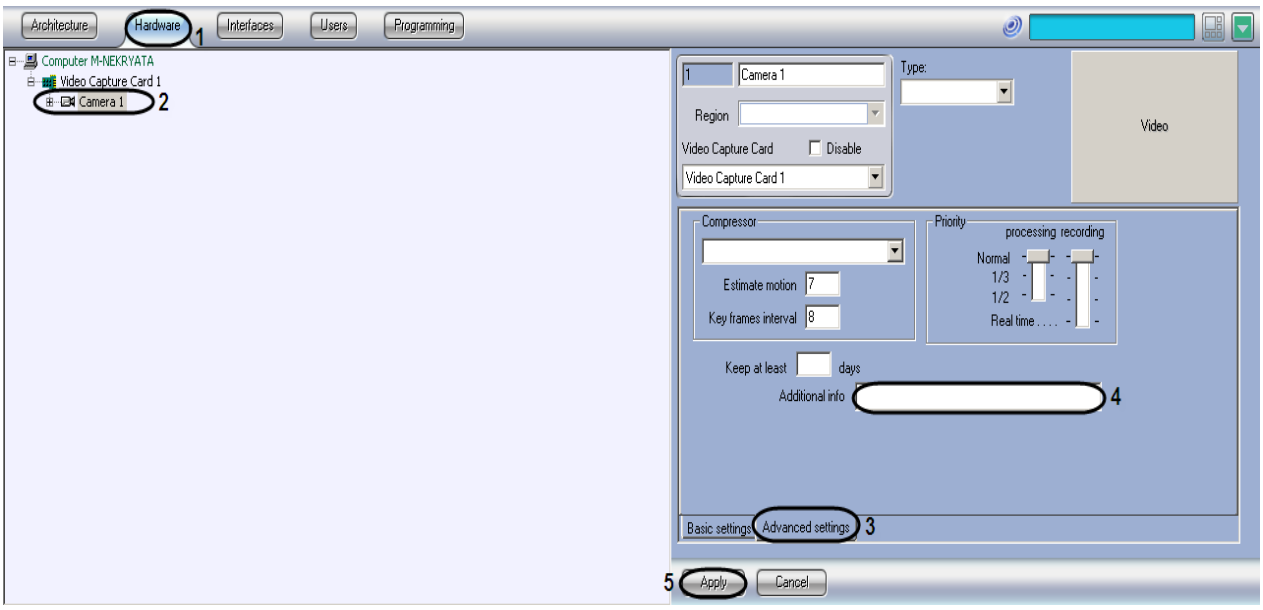

Figure 8.4-24 Additional information on camera
1. Go to the “Hardware” tab in the “System settings” dialog box (Figure 8.4-24, 1).
2. Select the “Camera” object, created before, corresponding to the camera to be adjusted, in the “Hardware” tab in the objects tree (Figure 8.4-24, 2). The settings panel for the selected object is displayed on the right of the “Hardware” tab.
3. Go to the “Advanced settings” tab on the settings panel of the “Camera” object (Figure 8.4-24, 3).
4. Type in additional information (not more than 100 characters) in the “Additional info” field (Figure 8.4-24, 4).
5. To save the changes, click the “Apply” button (Figure 8.4-24, 5).